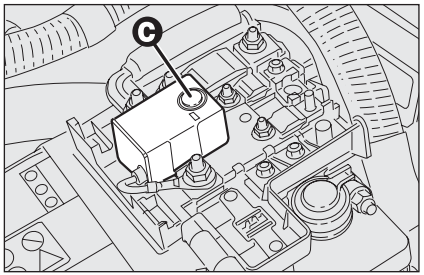

fig. 63 A0E0071m
- ❒ pulse la tecla **C-fig. 63** para reactivar el interruptor de la alimentación eléctrica.